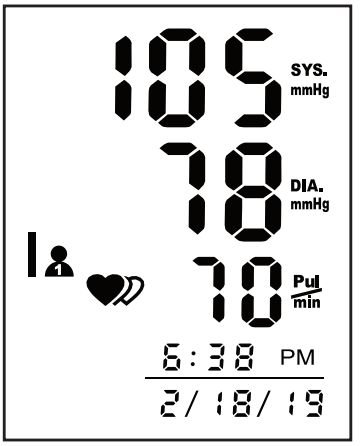

Fig. 5
7. Si durante la lectura se detecta un ritmo cardíaco irregular, en la pantalla aparecerá el símbolo de Detector de ritmo cardíaco irregular, Fig. 5.